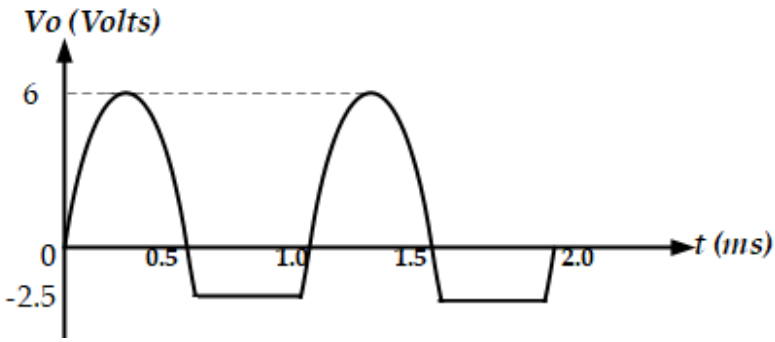

Figure-3.13
- **Design a Biased Parallel Clipper Network from the following Output waveshape as shown in figure-3.13.**